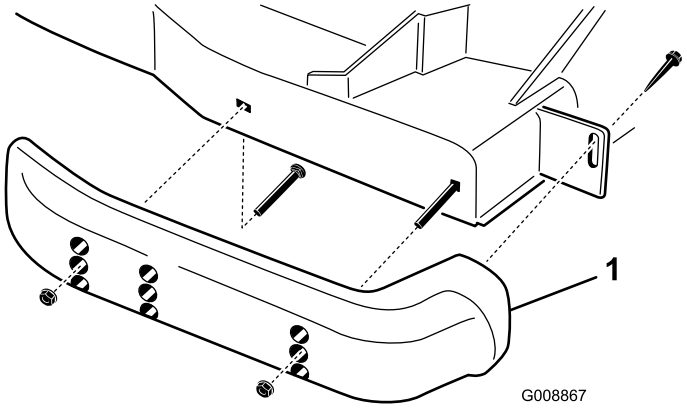

Figuur 27
1. Draai de schroef aan de voorzijde van elke glijder los (Figuur 27).
2. Verwijder de flensbout en de moeren van elke glijder (Figuur 27).